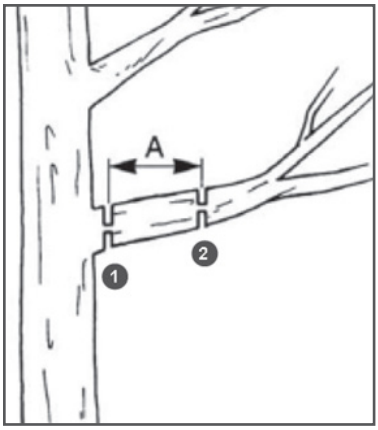

Рис. 10. Положение пропилов
5. При спиливании веток диметром более 10 см, рекомендуется сначала отпилить основную часть ветки (пропил 2). Затем отпилить оставшуюся часть ветки (пропил 1). Расстояние A (Рис. 10) примерно равно 25 см.